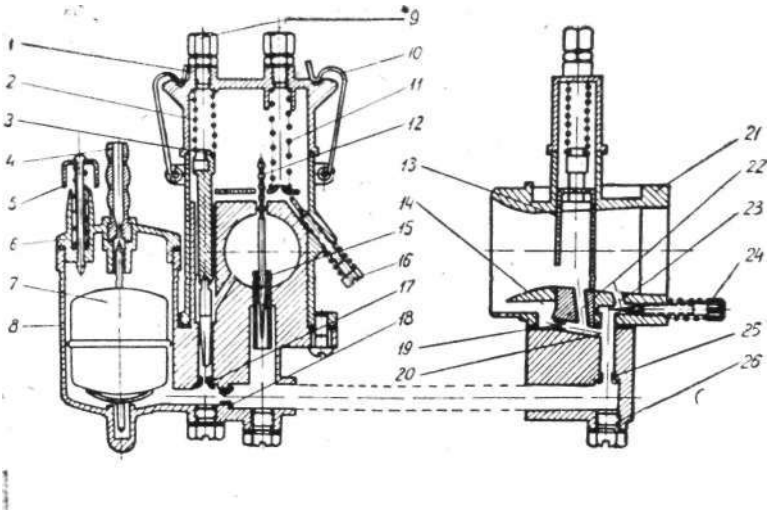

Рис. 20. Карбюратор К-36.
КАРБЮРАТОР К-36 имеет ряд преимуществ по сравнению с К-28. Принципиально новая схема с вынесенным из зоны диффузора топливным корректором позволяет иметь стабильную регулировку наиболее экономичного состава рабочей смеси на всех режимах работы двигателя, что обеспечивает снижение расхода топлива в среднем на 4—6%. Очень важно и то, что он обеспечивает более равномерное распределение смеси по цилиндрам. Карбюратор К-36 принципиально имеет те же регулировочные элементы, что и карбюратор К-28. Это — винт количества смеси *16* (рис. 20), винт холостого хода *24,* игла дросселя *12* и главный жиклер *18.*
Регулировка малого числа оборотов холостого хода необходима для обеспечения устбйчивой работы прогретого двигателя при наименьшем числе оборотов. Она заключается в уменьшении числа оборотов за счет опускания дроссельной заслонки и обеднения смеси винтом качества. При этом топливный корректор должен быть обязательно закрыт. Для этого на карбюраторе К-36 (рис. 20) завинтить винт количества *16* на 3—4 оборота и запустить двигатель. После того как двигатель прогреется, вывинчивать винт количества *16* до тех пор, пока не установятся минимально устойчивые обороты. Затем завинтить винт холостого хода *24* до появления перебоев в работе двигателя- После этого, постепенно отвинчивая указанный винт, добиться четкой и устойчивой работы двигателя. Дальнейшим вывинчиванием винта *16* опустить дроссель,. добиваясь снижения оборотов холостого хода.
4. Снять крышку смесительной камеры *1* (рис. 20) с корпуса вместе с тросами, топливным корректором *3,* дроссельной заслонкой *13* и иглой дросселя *12.*